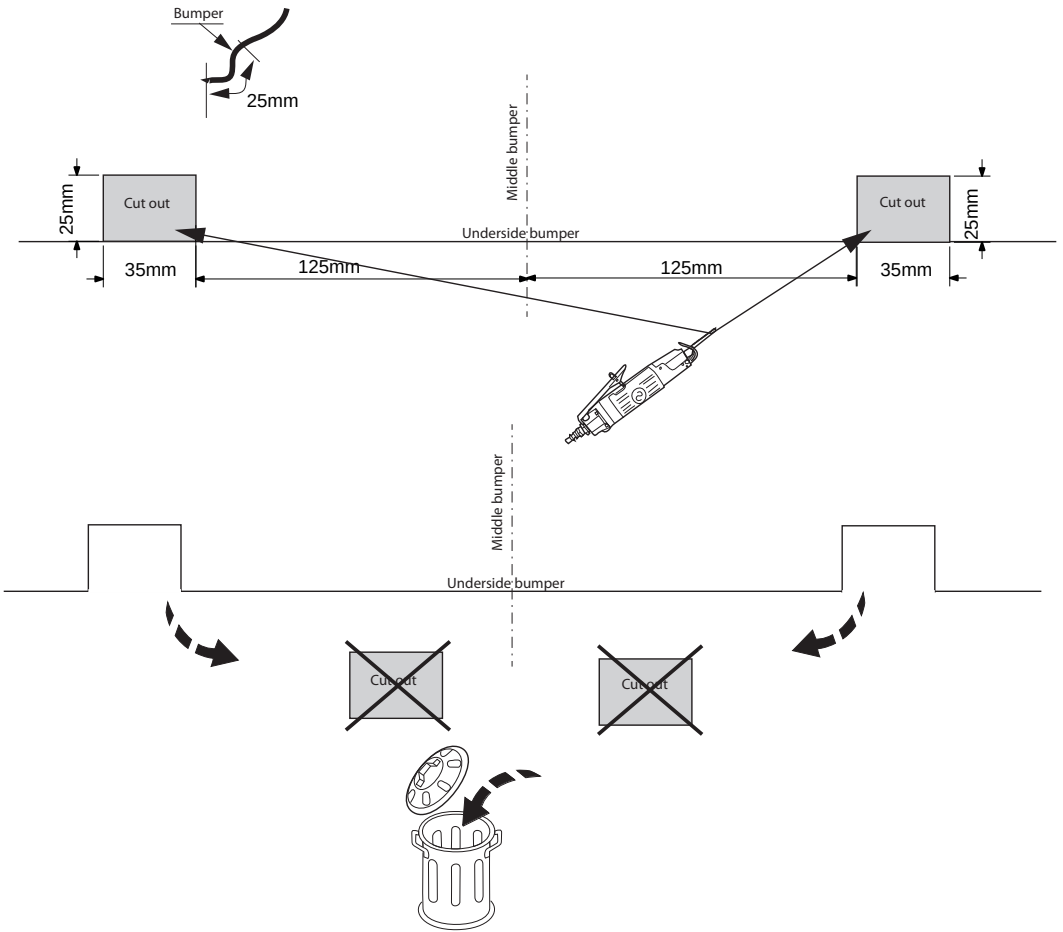

Fig.1
4. Отпилить обозначенные части, как указано на рис. 1.